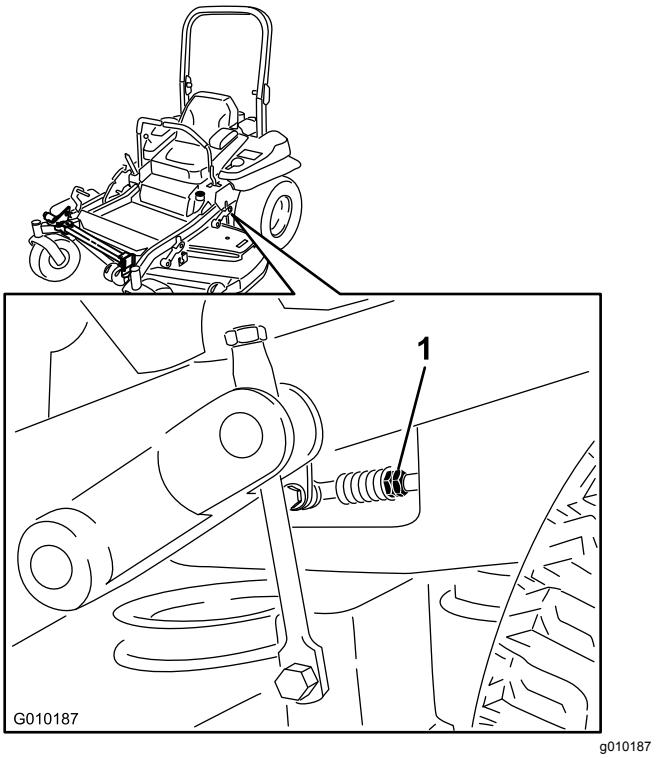

Figure 100
11. Réglez la longueur des tiges de commande de pompe en tournant les doubles écrous dans le sens voulu jusqu'à ce que les roues tournent légèrement en arrière (Figure 100).